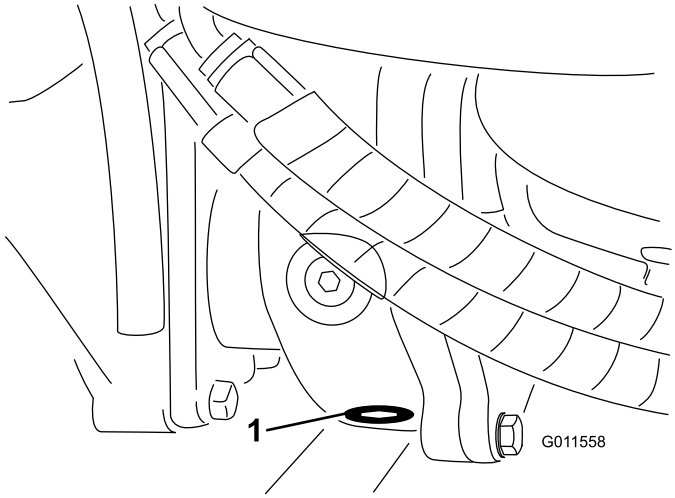

Figuur 65
5. Reinig de omgeving van de aftapplug op de bodem van de tandwielkast (Figuur 65).